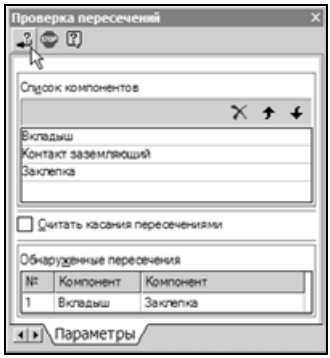

Рис. 7.97
- Компоненты, выбранные для проверки, будут показаны в таблице **Список компонентов** на панели свойств (рис. 7.97). Нажмите кнопку **Проверить пересечения**.
В таблице **Обнаруженные пересечения** отображаются результаты проверки: порядковый номер пересечения и названия пересекающихся компонентов. Из результатов проверки можно сделать вывод, что деталь **Вкладыш** пересекается с деталью **Заклепка** (рис. 7.97).